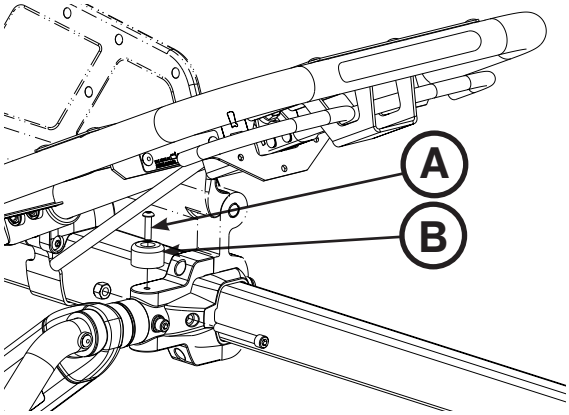

Afbeelding 81
3. Verwijder met een T25-Torx-schroevendraaier de bolkopbout (A) en de zwarte bumper (B) aan de zijde waar u het onrusthek gaat vervangen (Afbeelding 81). Bewaar de bout en bumper voor het terugplaatsen.